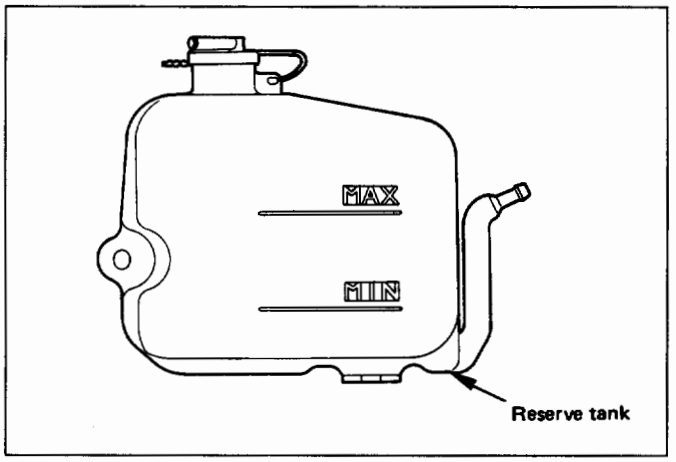

Fig. 6B-16
- Pour engine coolant up to filler neck of radiator, and up to MAX mark of reserve tank. (Fig. 6B-16)